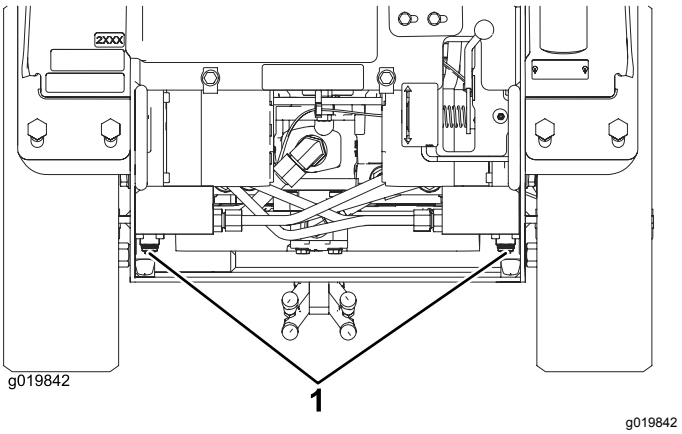

Figur 19
4. Använd en skruvnyckel och vrid bogserventilerna på hydraulpumparna två varv motsols (Figur 19).